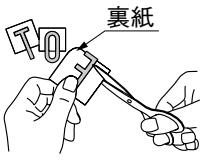

図7-2
❷文字に合わせて裏紙をハサミで5分の1程度切ってください。（図7-2参照）